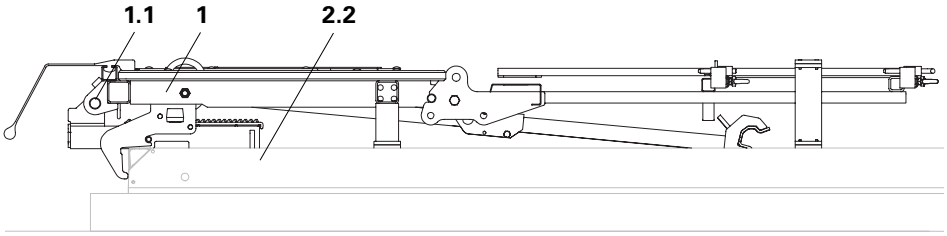

Fig. A4.03
1. Poser la passerelle MXP (1) et bloquer à l'aide d'un axe et d'une goupille de sécurité (1.1). (Fig. A4.03)